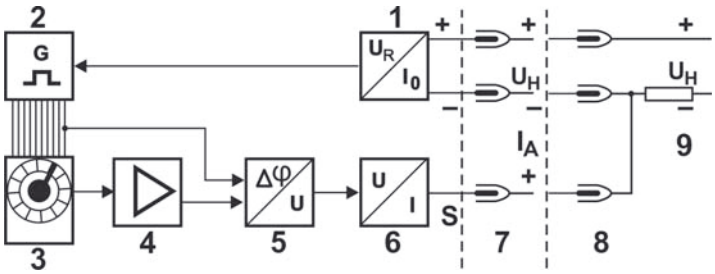

Fig. 3: Esquema funcional
Diez segmentos del estator (Fig. 3, Pos. 3) se excitan con impulsos (2) consecutivos. La posición de fase de la señal – desacoplada del rotor de forma capacitiva – depende del ángulo de giro. La señal se amplifica (Pos. 4) y, a través del comparador de fases (5) sobre el transformador de tensión/corriente (6), se transforma en una corriente de salida proporcional al ángulo de giro.